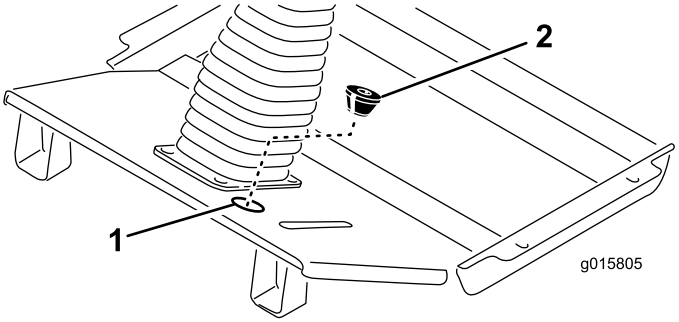

Bild 10
- Verlegen Sie das Ende des Kabelbaums mit den fünf Anschlüssen durch die Blende im Fahrzeugboden (Bild 10).
- Schneiden Sie einen Schlitz in die mitgelieferte Scheibe und schneiden Sie die untere Öffnung aus (Bild 10). Das konische Ende der Scheibe sollte nach unten zeigen; wickeln Sie sie um den Kabelbaum stecken sie in das Blendenloch in der Bodenplatte.